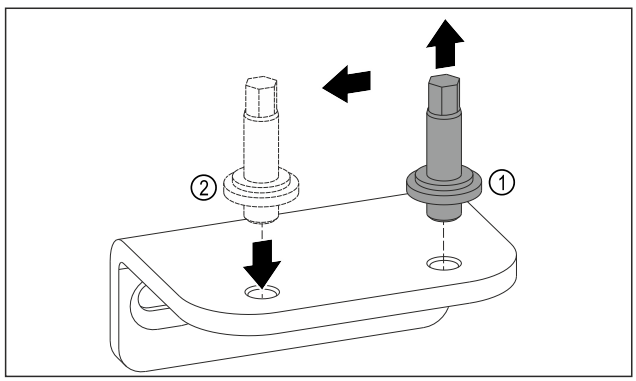

Fig. 11
▶ Skruva ur den undre lagerbockens bult med utvändig sexkantsnyckel NV5. *Fig. 11 (1)*
▶ Sätt in bult på motsatta sidan. *Fig. 11 (2)*